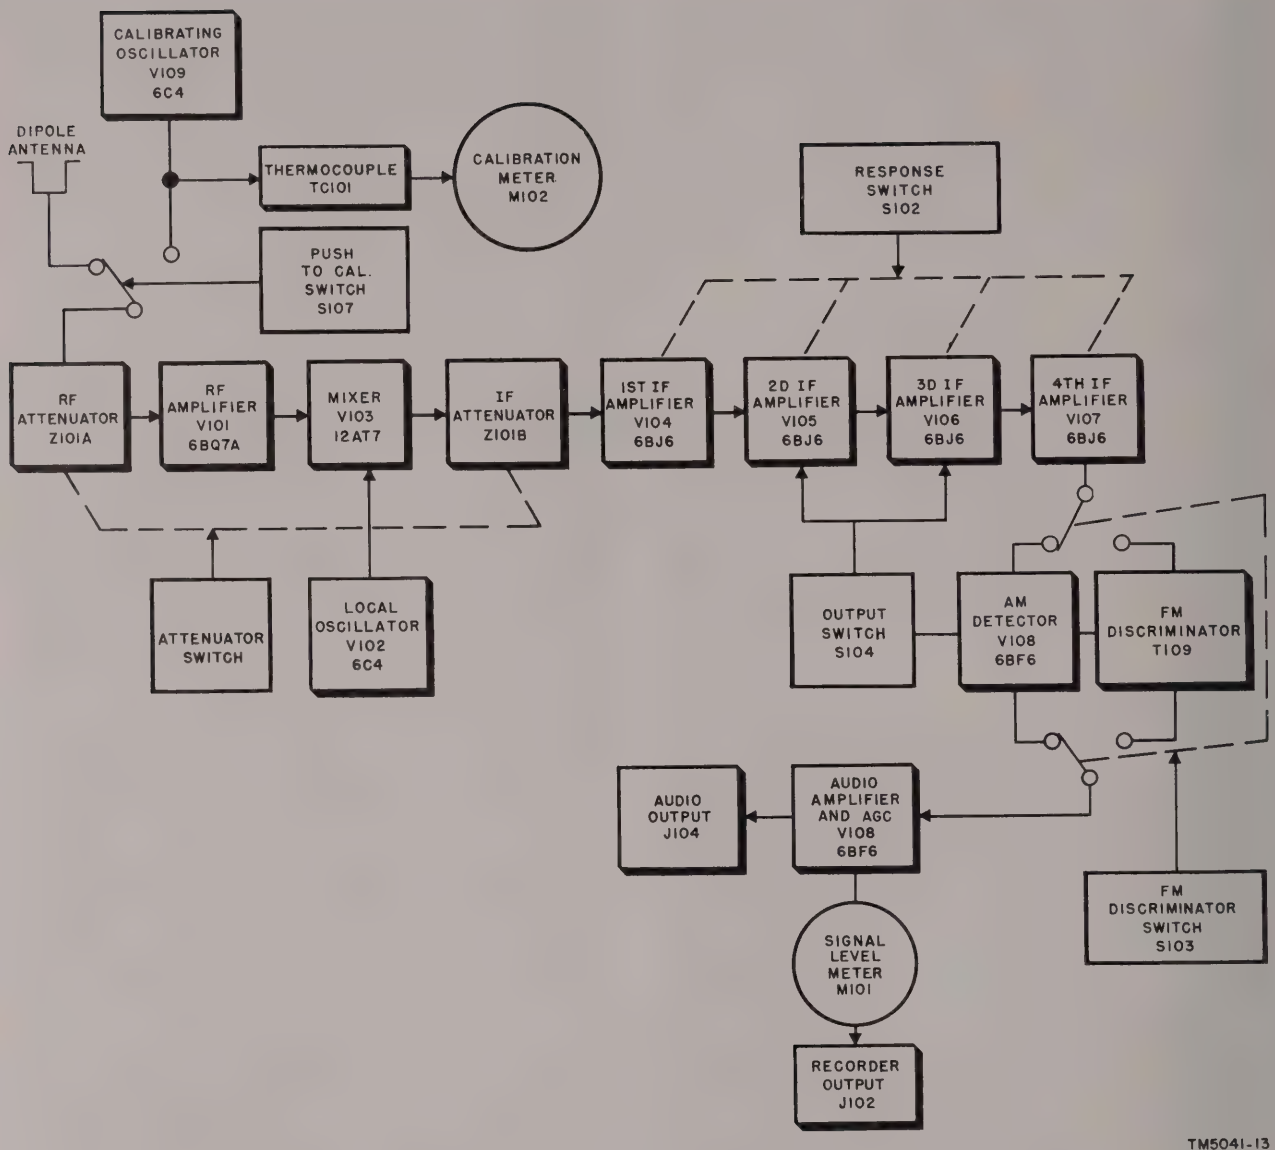

Figure 13. Receiver, block diagram.
a. General. The signal path through the field-strength meter is shown in the block diagram (fig. 13). The radio-frequency (RF) signal from the antenna is first applied to the RF attenuator. The alternate RF input to the attenuator is from the calibrating oscillator. The attenuated signal is amplified, and then heterodyned with the output of the local oscillator. The resultant intermediate frequency (IF) signal is further attenuated at a known decibel rate in the IF attenuator. Four stages of IF amplification follow. The amplification of the second and third IF stages is either linear or logarithmic, depending on the setting of the OUTPUT switch. Selection of broad or sharp bandwidth in all IF stages is also provided. The audio component of the signal is removed by the AM detector or by the FM discriminator. One multipurpose tube provides AM detection, one stage of audio amplification, and automatic gain control (agc). Output is read on a meter calibrated in microvolts and in decibels. Audio and recorder outputs are also provided.